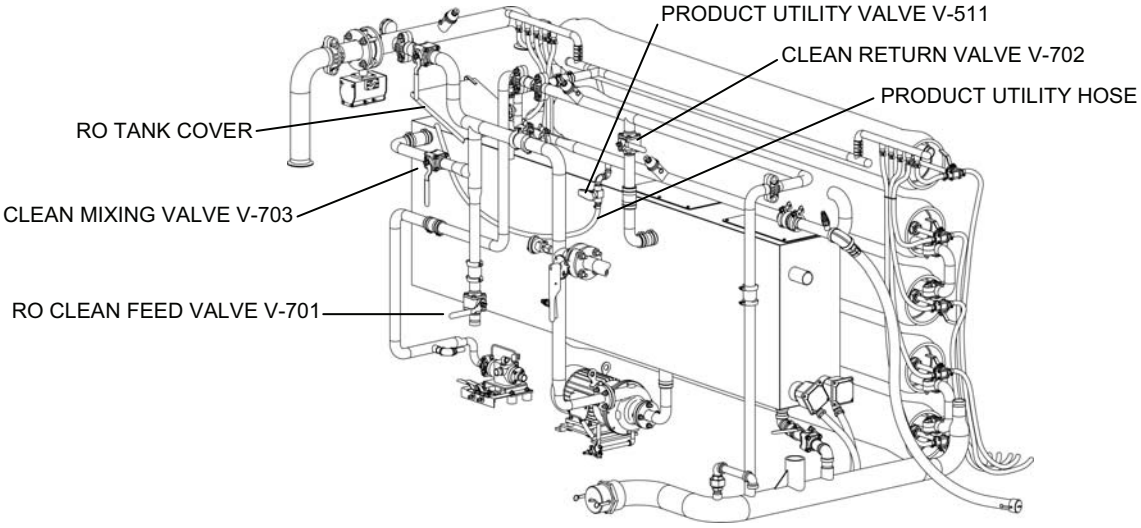

Figure 8. Valves for RO Acid Cleaning.
c. Direct the product utility hose to discharge into the RO feed tank through the open tank cover (Figure 8).
b. Close RO Clean Feed Valve V-701 (Figure 8).